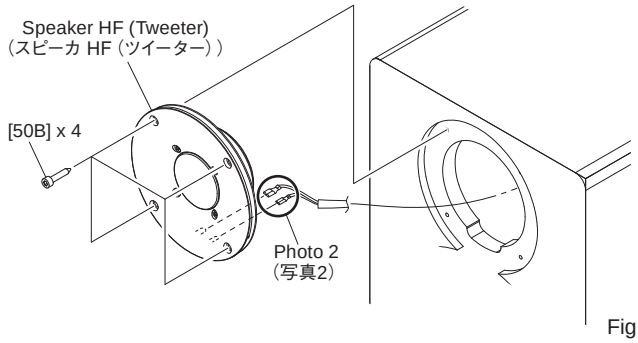

Fig.2（図2）
2-1 Remove the four (4) hexagonal socket screws marked [50B]. The speaker HF (tweeter) can then be removed. (Fig. 2)
2-1 ［50B］の 6 角穴付ネジ 4 本を外し、スピーカ HF（ツイーター）を外します。（図 2）